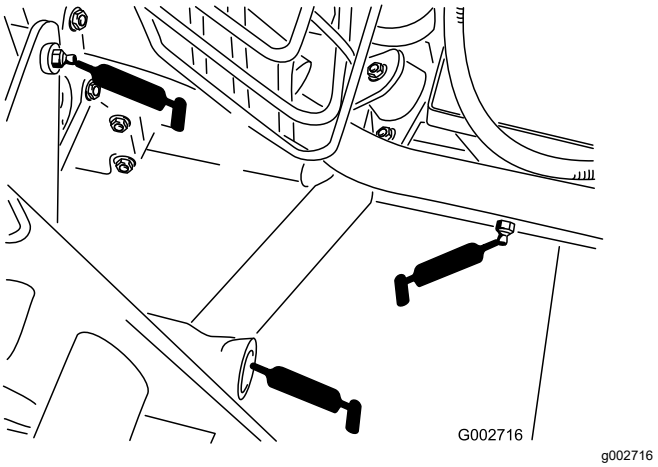

Figuur 21
- 5 lagers van trekhaak achteraan (Figuur 21).